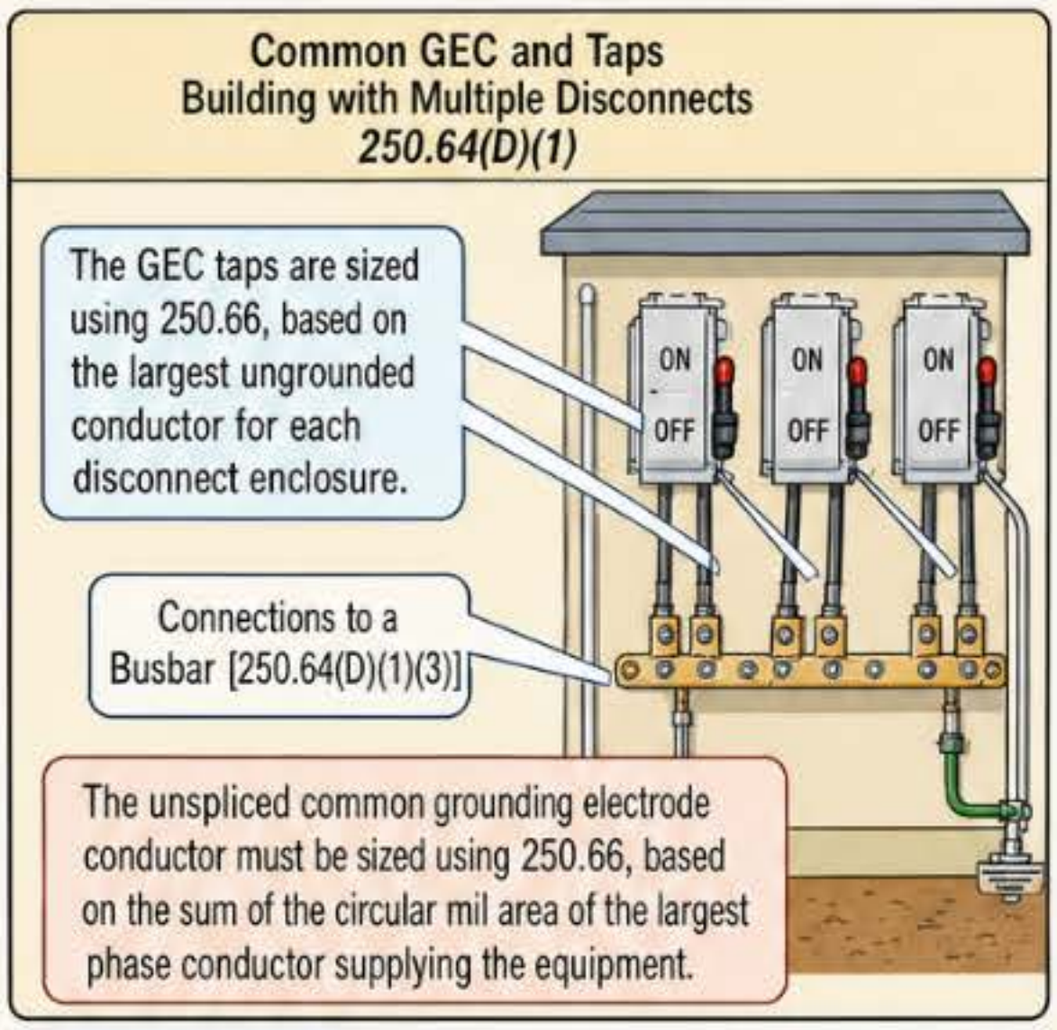

Figure 250–143
(1) **Common Grounding Electrode Conductor and Taps.** The ungrounded electrode conductor shared by all services must be sized in accordance with 250.66, using the combined circular mil area of the largest phase conductor supplying the equipment. Figure 250–143